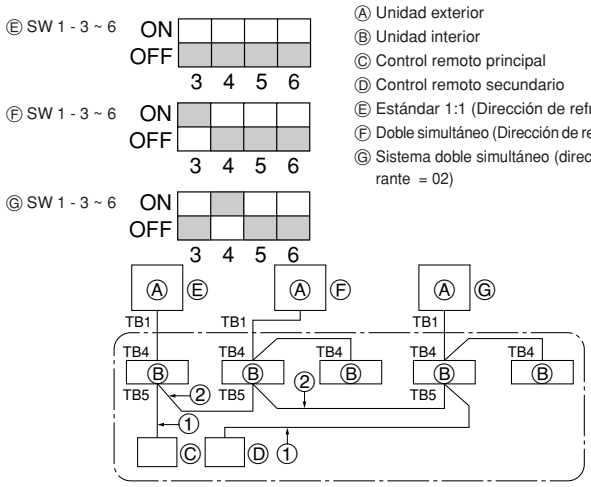

Fig. 9-1
① Fuente de alimentación (disyuntor).
② Después de cerrar la válvula de gas, sitúe el interruptor SWP del cuadro de control de la unidad exterior en posición ON. El compresor (unidad exterior) y los ventiladores (unidad interior y exterior) se ponen en marcha y empieza el proceso de recuperación del refrigerante. Los indicadores LED1 y LED2 del cuadro de control de la unidad exterior están encendidos.
③ Dado que la unidad se para automáticamente al cabo de dos o tres minutos después de terminar el proceso de recuperación del refrigerante (LED1 y LED2 están encendidos), asegúrese de cerrar rápidamente la válvula de parada de gas. Cuando los indicadores LED1 y LED2 estén encendidos y la unidad exterior esté parada, abra completamente la válvula de parada de líquido y repita el paso tres al cabo de ② minutos.
④ Corte la corriente (disyuntor).
9. Sistema de control (Fig. 9-1)